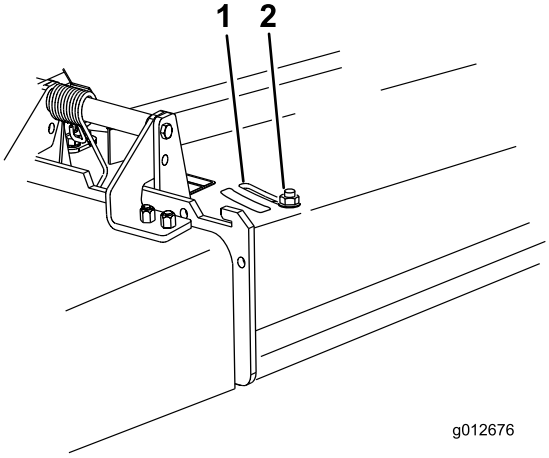

Bild 29
3. Lösen Sie die Mutter, um das Ablenkblech einzustellen (Bild 29).